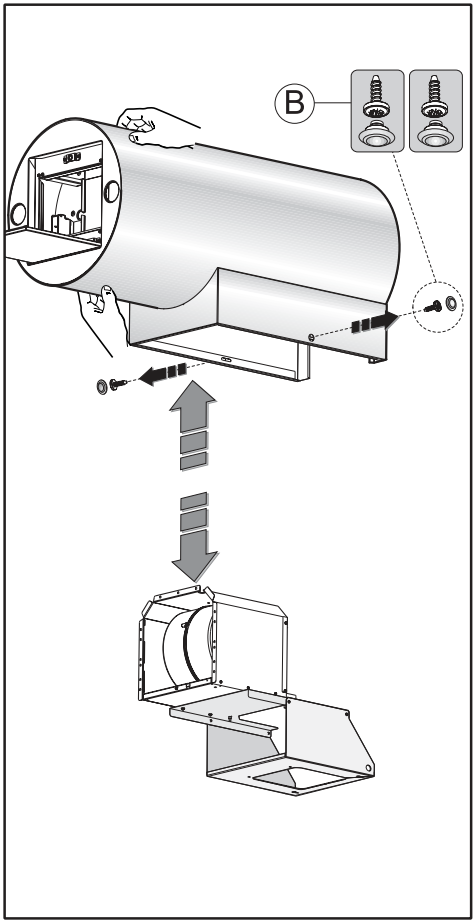

Fig.4
- Séparez la hotte de la structure, retirez les bouchons puis les vis B comme illustré **Fig. 4**.